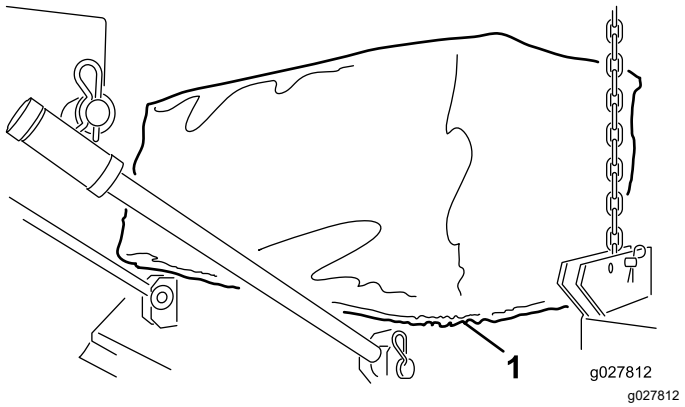

Figur 4
4. Installer stoffringen rundt leppen til åpningen på Versa Vac og klippeenheten (Figur 4).